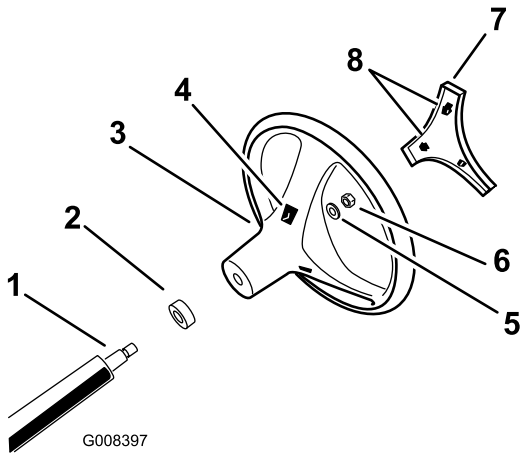

Figuur 3
4. Zet het stuurwiel vast aan de stuuras met de moer (Figuur 3). Draai de moer vast met een torsie van 24-30 Nm.